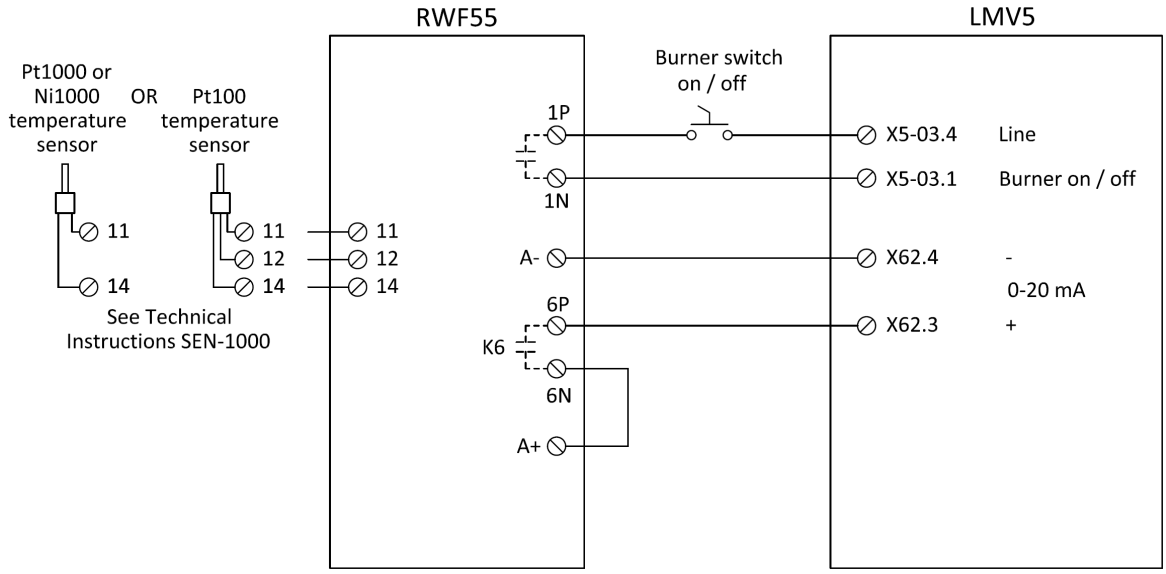

**Figure 5: Low Fire Hold via Analog Output on a Hot Water Boiler**
3. Wire the LMV5 and RWF55 as shown in Figure 5: